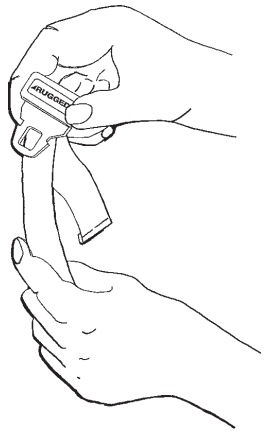

Figura 47
- **Per chiudere la cinghia di contenimento**, spingere la linguetta della fibbia nell'attacco fino ad avvertire uno scatto. Per la chiusura della cinghia di contenimento sul torace, accertarsi che la piastrina di chiusura passi attraverso entrambe le fessure (C) della cinghia delle spalle (Figura 47).